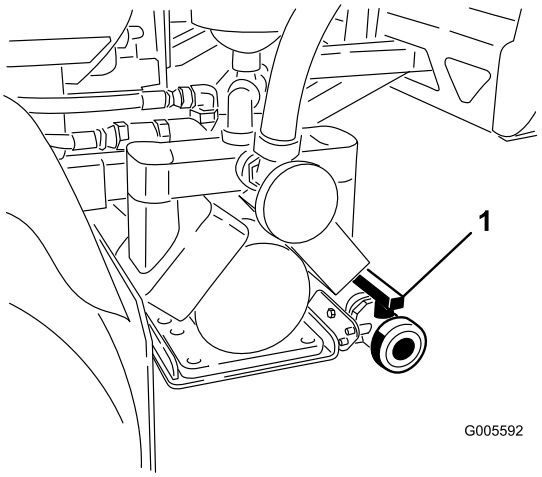

Figur 19
2. Finn tømmehåndtaket på baksiden av maskinen (Figur 19). Håndtaket er plassert bak pumpen, og er festet til støttebraketten.